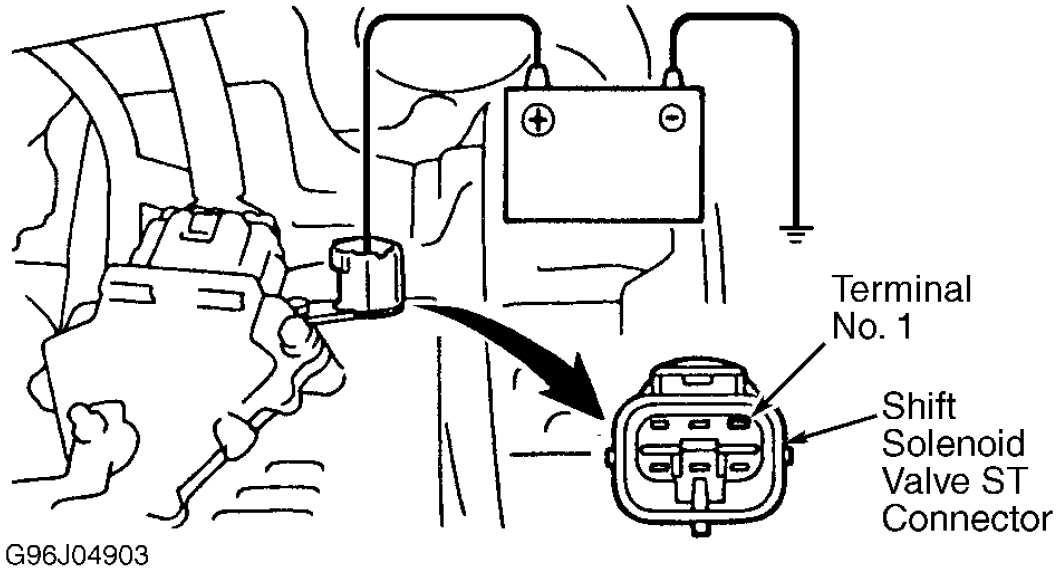

Fig. 6: Activating Shift Solenoid Valve ST
2. Fully apply parking brake. Start engine. Apply brakes. Shift into "D" range. On A-540H transaxle, apply battery voltage between ground and terminal No. 1 of shift solenoid valve ST connector. See **Fig. 6** . On all transaxles, measure line pressure at idle. Accelerate to full throttle. Measure line pressure at stall speed. See appropriate LINE PRESSURE SPECIFICATIONS table.
(1) See **Fig. 6** for shift solenoid valve ST activation location.